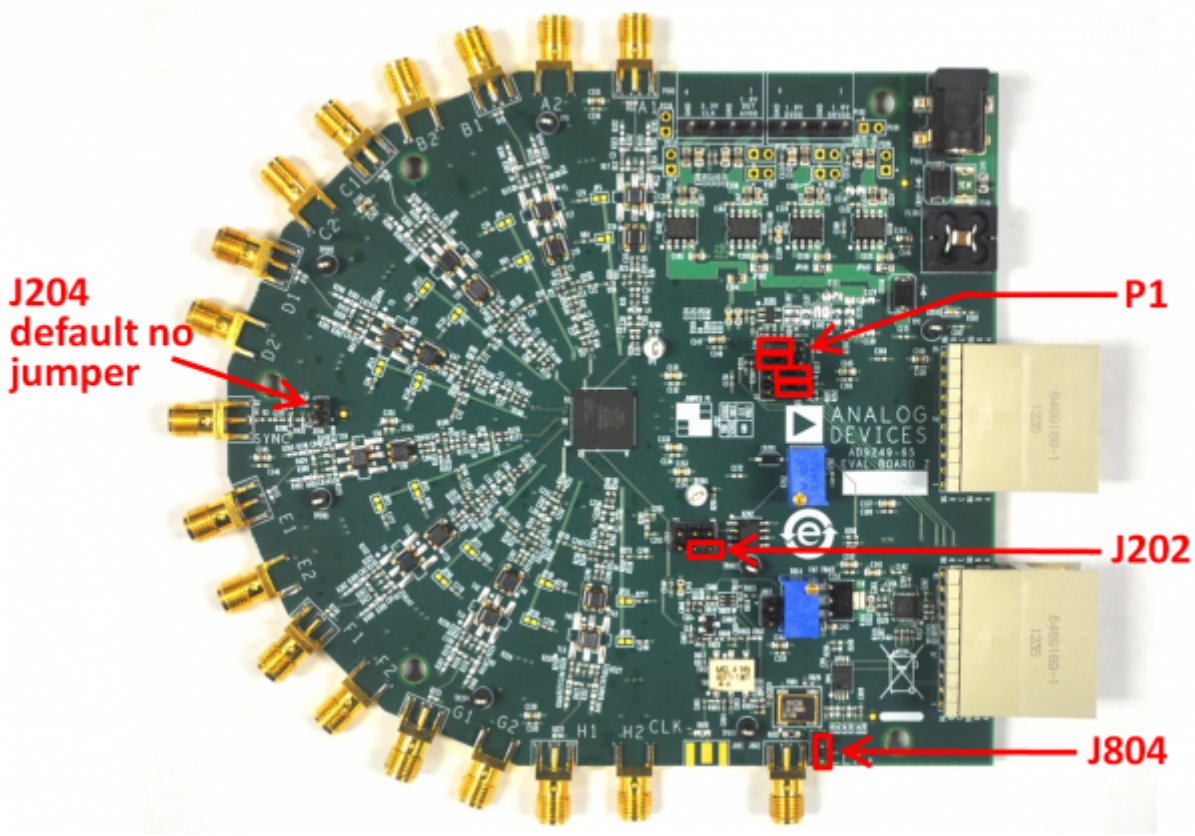

Figure 2. Default Jumper Connections for AD9249-65EBZ Board
2. On the ADC evaluation board, confirm that the jumpers are installed as shown in Figure 2.
Set the jumper settings/link options on the evaluation board for the required operating modes before powering on the board. The functions of the jumpers are described in Table 1. Figure 2 shows the default jumper settings.
J202	This jumper selects between internal V_{REF} and external V_{REF}. To choose the ADC's internal 1V reference, connect Pin 3 (DUT_SENSE) to Pin 5 (GND) as shown in Figure 2. To use the on-board AD822 buffered reference, connect Pin 2 (DUT_SENSE) to Pin 1 (AVDD), and connect Pin 4 (DUT_VREF) to Pin 6 (EXT_REF). Adjust external VREF to be 1.0V using potentiometer R202. To apply a reference voltage from an external off-board source, connect Pin 2 (DUT_SENSE) to Pin 1 (AVDD) and apply the reference voltage to Pin 4 (DUT_VREF). The AD9249 reference voltage is specified to be 1.0 V.